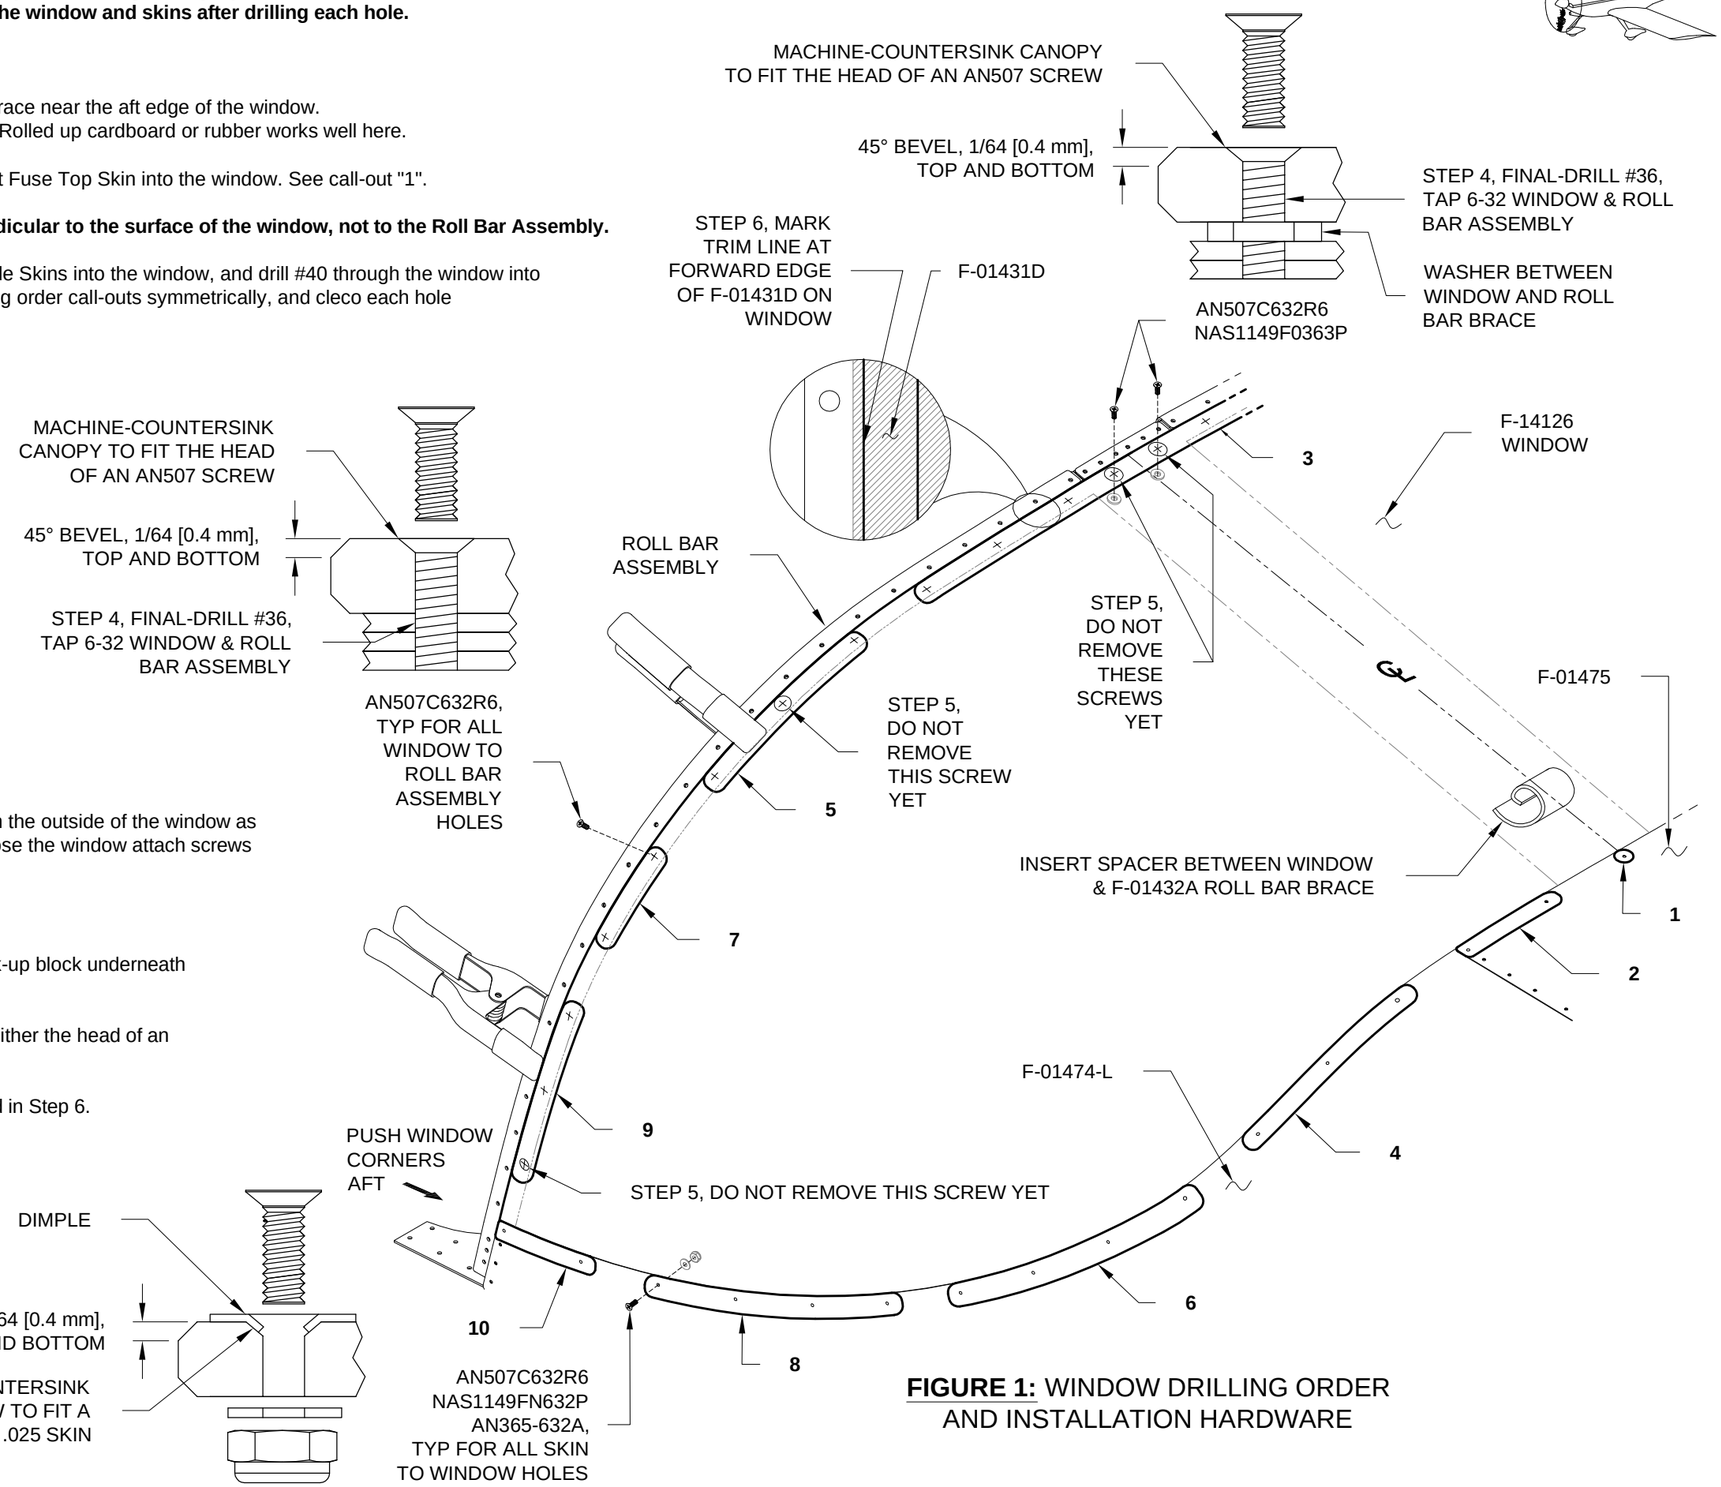

FIGURE 1: WINDOW DRILLING ORDER AND INSTALLATION HARDWARE
Step 1: Dimple the holes in the F-01474A-L & -R Stiffener Angles as shown in Figure 1.